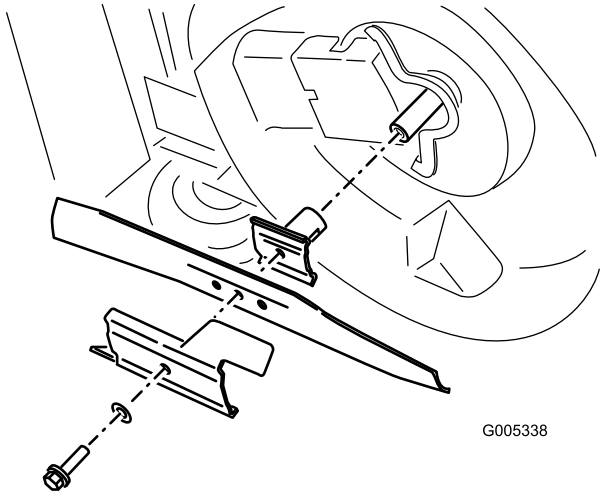

Figur 27
4. Lägg klipparen på sidan med luftfiltret uppåt (Figur 27).
Fatta tag om knivens ände med en trasa eller en tjockt vadderad handske. Ta bort knivbulten, acceleratorn och kniven (Figur 27).